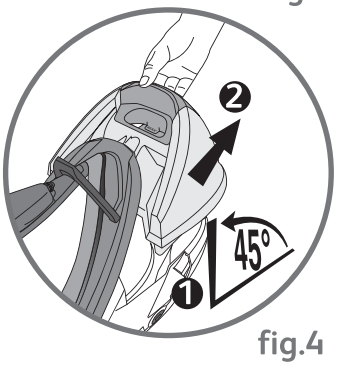

fig.4
• Távolítsa el a kivehető víztartályt a fogantyú segítségével (a gőzállomás elején található) – **fig.4.**